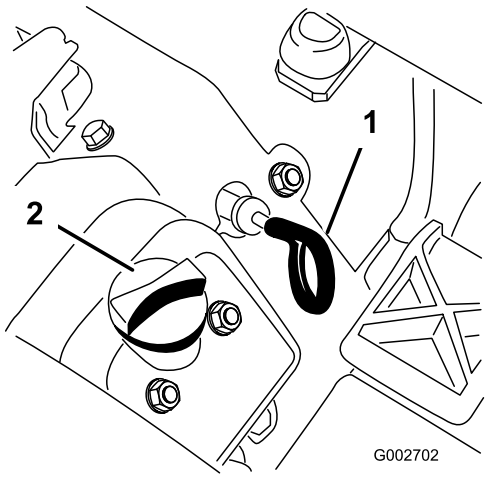

**Figuur 13**
3. Verwijder de peilstok (Figuur 13) en veeg deze af met een schone doek. Steek de peilstok in de buis. Let erop dat de peilstok er volledig in schuift. Haal de peilstok uit de buis en controleer het oliepeil. Als het oliepeil te laag is, moet u de vuldop losmaken van het klepdeksel en voldoende olie bijvullen totdat het peil de Vol-markering op de peilstok bereikt.